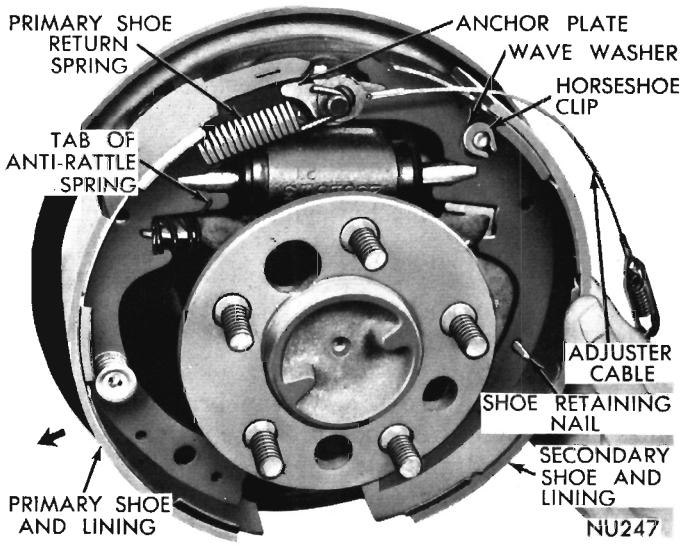

Fig. 10—Installing Brake Shoes (Left Rear)
(4) Slide primary shoe into position and engage with push rod (if so equipped) and free end of strut. Install anchor plate over anchor, then install eye of adjuster cable over anchor. (Fig. 10).